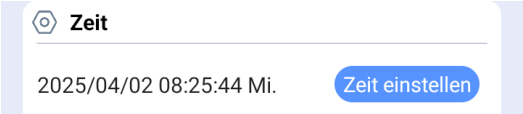

Abb. 4.33
Schritt 1: Tippen Sie auf „**Zeit einstellen**“ im Bereich Zeit der Systemschnittstelle, wie in Abb. 4.33 gezeigt**.**